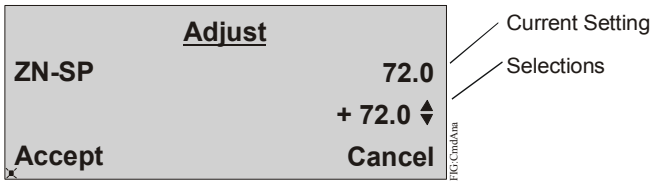

Figure 21: Adjust Page
6. Select a Command and press Enter. The Adjust page appears (Figure 21). For analog points, use the left and right arrow keys to position the cursor to a desired digit location. Then, use the up and down arrow keys to increment and decrement a value. For binary points, use the up and down arrow keys to scroll through the available selections. Figure 21 shows an example for adjusting an analog setpoint.